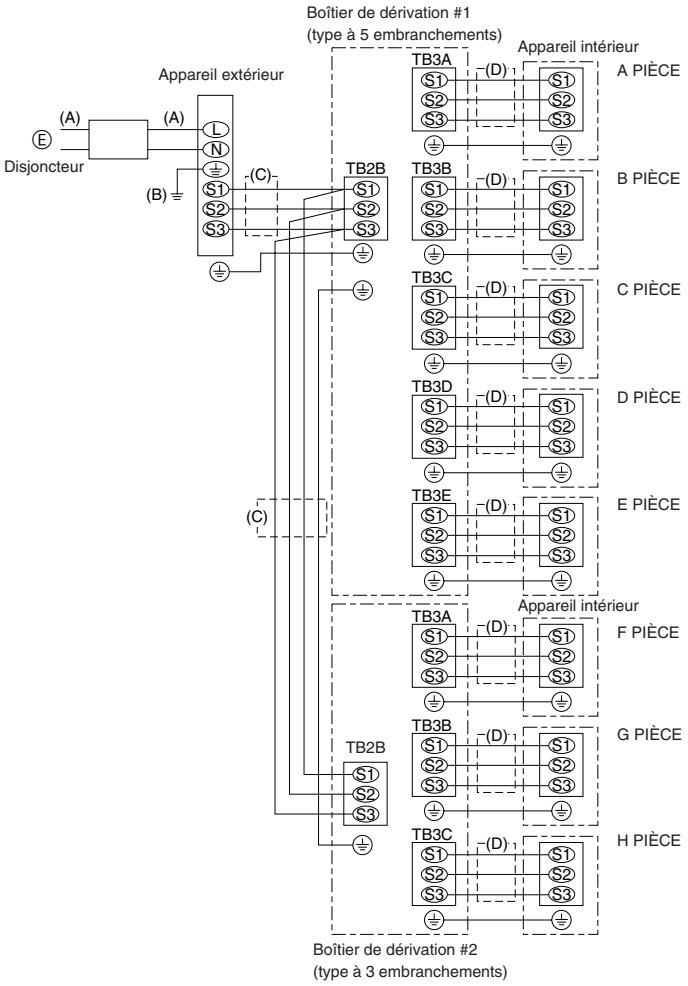

Fig. 7-2
7.3. Procédure de câblage externe (Fig. 7-2)